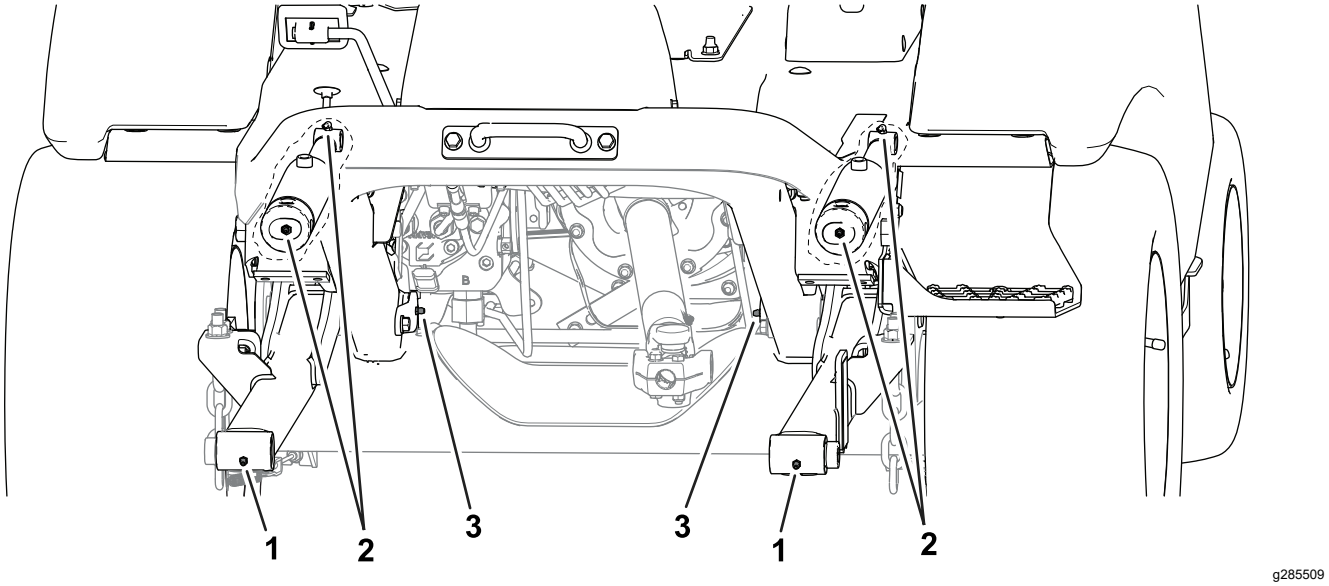

Figura 47
- **Parte anteriore della macchina** (Figura 47):
- Mozzi girevoli dell'attrezzo (2)
- Boccole del cilindro di sollevamento (2)
- Perni di articolazione del braccio di sollevamento (2)